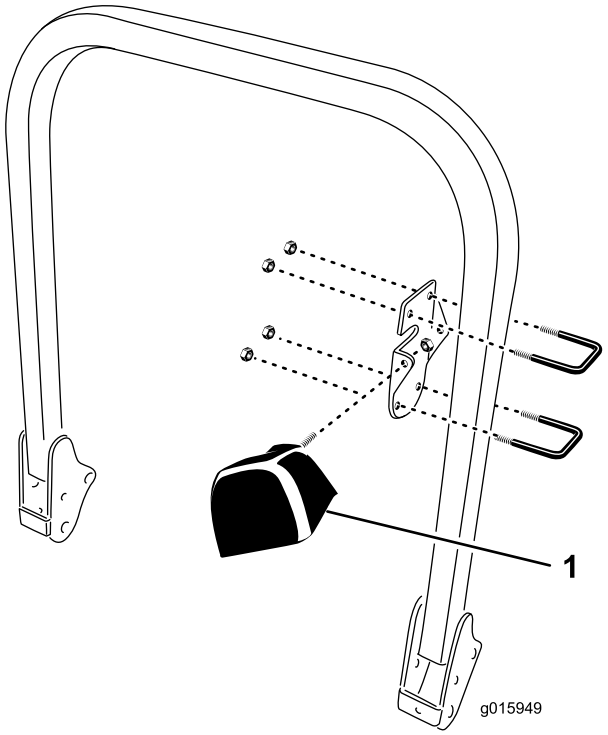

Figure 7
1. Mount the light bracket to the inside of the ROPS with (2) U–bolts and (2) (3/8–16) locknuts positioning as shown in Figure 7.